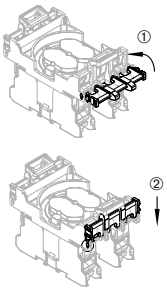

Fig. 5
4. Cerrar y apretar el seguro de contacto (véase fig. 5) Los seguros de contacto a la izquierda y derecha se plegan hacia arriba en 90º y luego se aprietan hacia abajo hasta encajar. De esta forma, los elementos de contacto quedan asegurados también mecánicamente con el soporte de contactos.